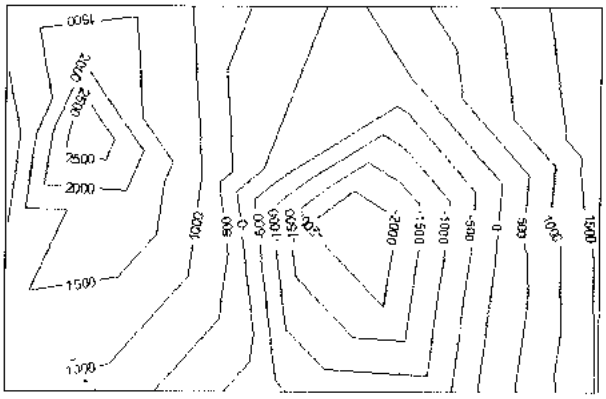

Рис. 22.18. *Метки на горизонталях*
3. На ленте **Massing&Site** в разделе **Modify Site** выбрать инструмент **Label Contours** (Метки на горизонталях) и построить два отрезка на топо-поверхности. В пересечениях этих отрезков с горизонталями сформируются отметки высот этих горизонталей (рис. 22.18).